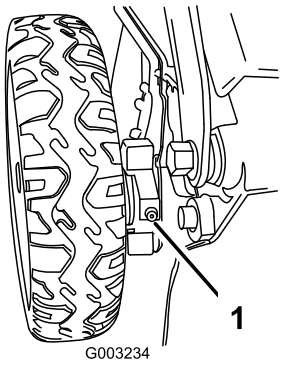

Figur 41
1. Torka av smörjnipplarna precis innanför bakhjulen med en ren trasa (Figur 41).